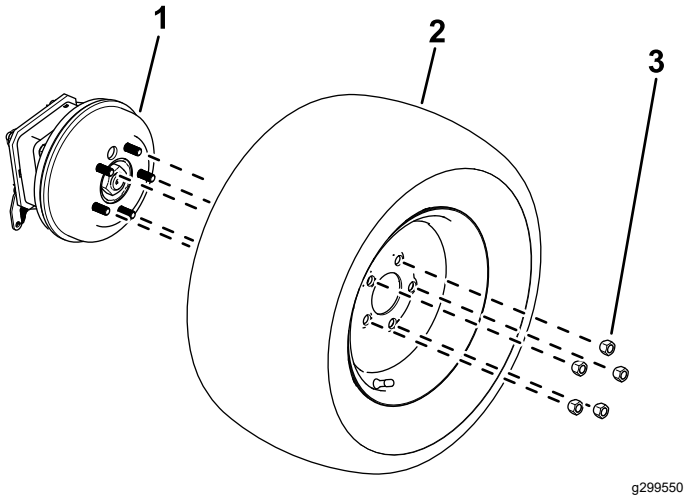

Bild 12
1. Lösen und entfernen Sie die Radmuttern (Bild 12).
2. Nehmen Sie Räder von den Radnaben ab (Bild 12).
1. Verwenden Sie die zuvor entfernten Radmuttern, um die Räder an der Radnabe zu befestigen (Bild 12).